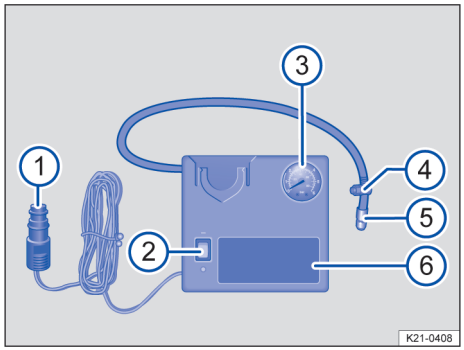

Fig. 220 Schéma de principe : compresseur d'air du kit de crevaison
1. Vissez fermement le flexible de gonflage → fig. 220 ⑤ du compresseur d'air sur la valve du pneu.
2. Veillez à ce que la vis de décharge de pression d'air → fig. 220 ④ soit fermée.
4. Branchez le connecteur 12 V → fig. 220 ① dans une prise de courant 12 V du véhicule → page 232.
5. Mettez en marche le compresseur d'air à l'aide de l'interrupteur MARCHE/ARRÊT → fig. 220 ②.
6. Faites fonctionner le compresseur d'air jusqu'à l'obtention d'une pression de 2,0 à 2,5 bar (29 à 36 psi/200 à 250 kPa) → ⚠. **Durée maximale de fonctionnement : 8 minutes** → ①.
2. Raccordez de nouveau le flexible de gonflage du pneu → fig. 220 ⑤ et consultez la pression de gonflage indiquée sur l'indicateur de pression de gonflage des pneus → fig. 220 ③.